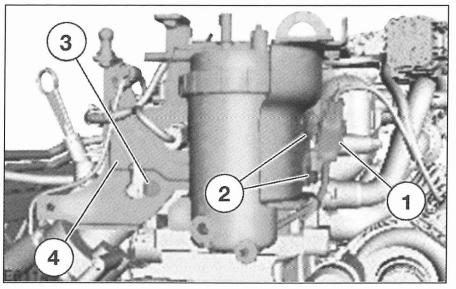

FIG. 11
- Sacar el conector eléctrico (1) de la sonda de temperatura de culata y separarla del anillo de levantamiento de motor. **(fig. 11).**
- Desmontar el anillo de levantamiento de motor (2).
- Aflojar el tornillo de fijación (3) y desmontar el soporte del filtro de combustible (4).